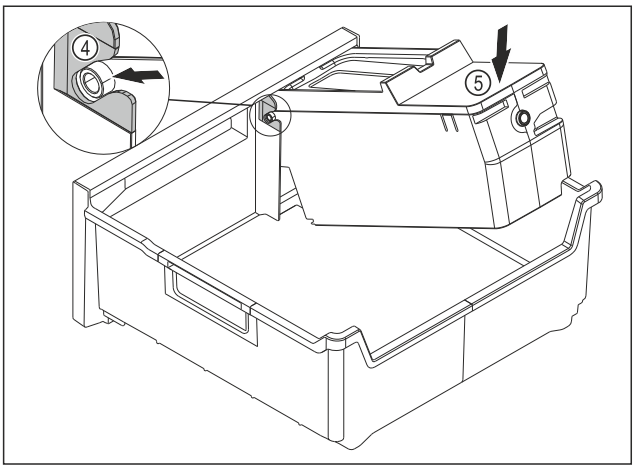

Fig. 109
▶ Monter le corps de l'EasyTwist-Ice : Insérer les axes du corps de l'EasyTwist-Ice dans les guides *Fig. 109 (4)*.
▶ Appuyer l'arrière du corps de l'EasyTwist-Ice *Fig. 109 (5)* vers le bas.